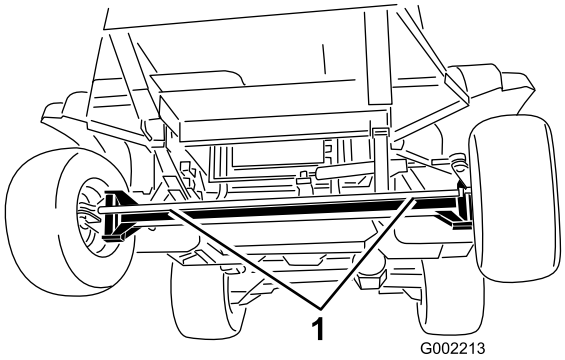
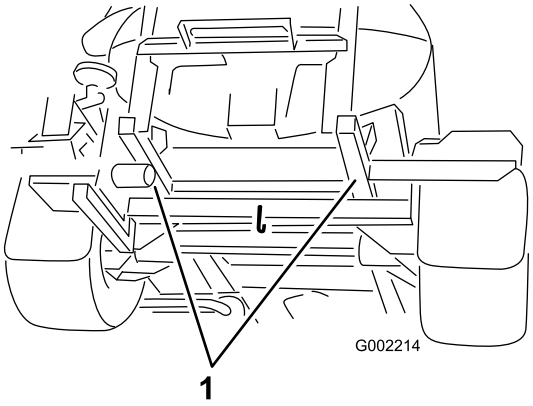

**Figur 56**
**Figur 57**
4. Fäst en bogserlina i ramen. Observera de främre och bakre fästpunkterna (Figur 56 och Figur 57).